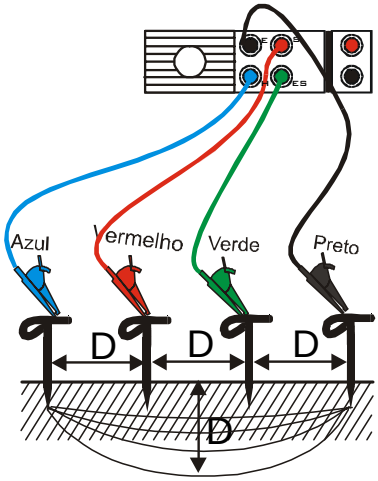

Fig. 36: Ligação do instrumento para medição da Resistividade do terreno com o KITTERR4
2. Inserir os 4 conectores Preto, Vermelho, Azul e Verde dos cabos do KITTERR4 nos terminais correspondentes do instrumento E, S, H, ES (ver ligação na Fig. 36). Inserir nas extremidades dos cabos os crocodilos fornecidos com o referido kit.
3. Ligar os crocodilos de acordo com as ligaçõess indicadas na Fig. 36.